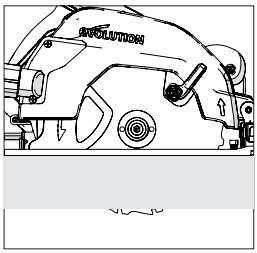

Abb. 12
- In den meisten Fällen sollte die Schnitttiefe auf die Dicke des zu schneidenden Materials plus die halbe Tiefe eines Sägezahns (Spitze des Sägezahns bis zum breitesten Teil) eingestellt werden. **(Abb.12)**
(13) EINSTELLEN DES SCHNITTWINKELS (SCHRÄGE)